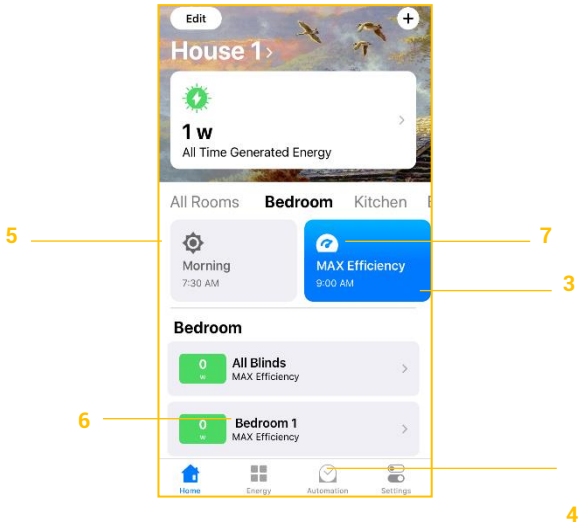

Figure 76
✅ The chosen scenario *(Fig. 76)* will be highlighted in blue (3) and shown in the BLINDS description, screen (4).